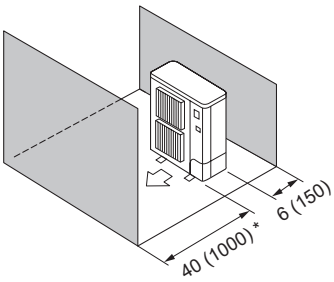

Fig. 2-10
⑤ Obstacles à l'avant et à l'arrière (Fig. 2-10)